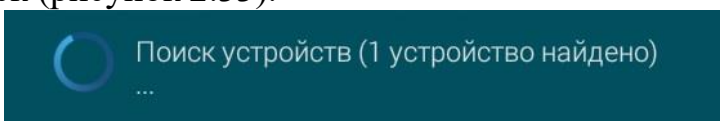

Рисунок 2.33
2.3.7.5.4 Нажать кнопку «Поиск устройств», после чего начнётся автоматический поиск (рисунок 2.33).